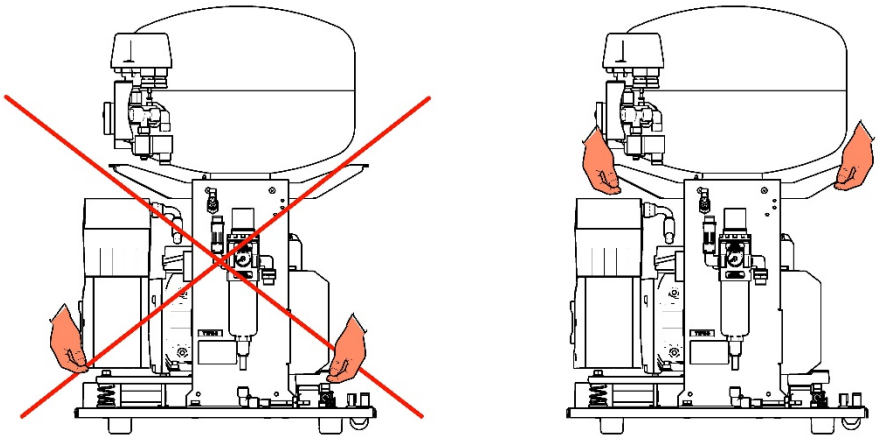

Fig. 5
- Positionnez le compresseur sur le site de fonctionnement choisi (Fig. 5)